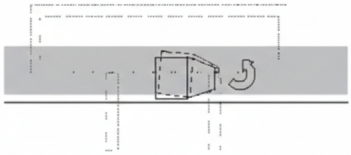

Figure 7c: Test 3, tilting cone.
5. Let the cone sink into the space by its own weight. If the cone is tilted, use one hand to gently level it (figure 7c). Do not push the tool down into the gap. Note: If a mattress stop, rail support or other structure keeps the cone from sinking in the gap, put the cone tool at a different location along the rail where there is no interference.